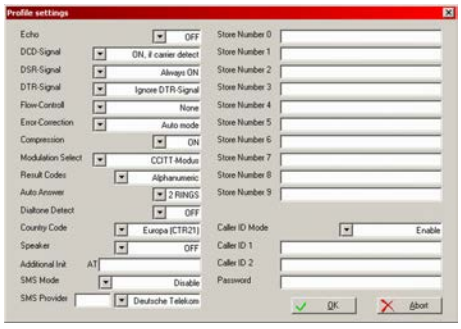

Fig. 207: Profile settings
4. Configure the settings shown in (Fig. 207) for the modem to accept an incoming call for remote configuration.